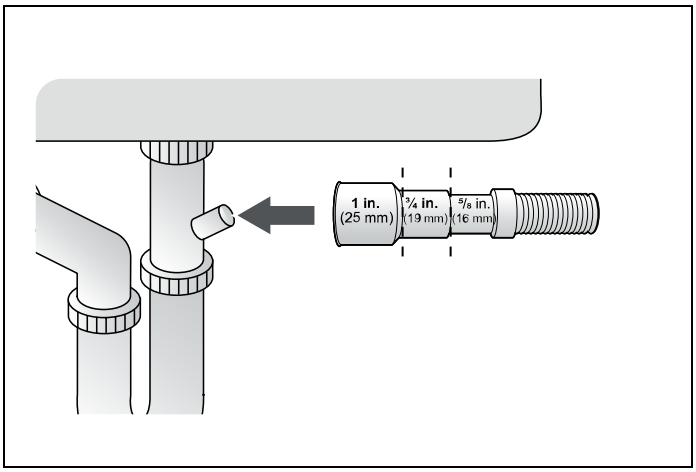

Fig. 16
3) Compruebe el tamaño del conector de la manguera de desagüe del fregadero. Si es necesario, corte la manguera de desagüe para que su extremo encaje en el conector del fregadero (5/8″, 3/4″ o 1″ - como se muestra en Fig. 16). Si el extremo de la manguera de desagüe no encaja en el conector de la manguera de desagüe del fregadero, utilice un adaptador que puede adquirir en una tienda de suministros de fontanería/ ferretería.